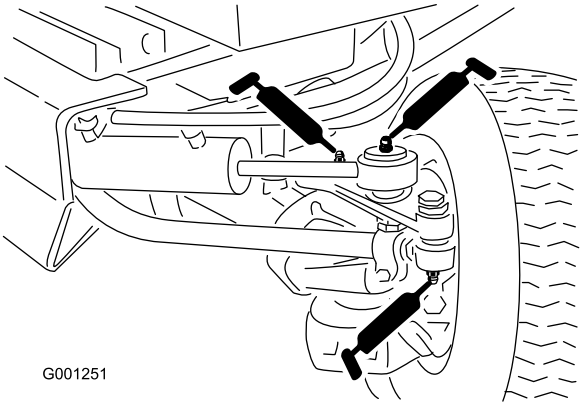

Figur 46
- Dragstångsändar (2) (Figur 46)
- Cylinderstavändar (2) (Figur 46)
- Styrtappar (2) (Figur 46)
- Axelsvängtapp (Figur 46)